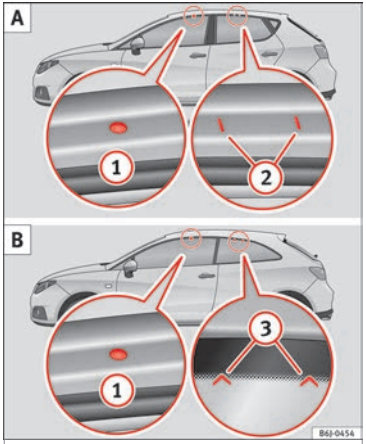

Fig. 123 Ibiza/Ibiza SC: attachment points for the roof railings for the roof carrier system.
The front and rear attachment points (1) and (2) are only visible when the doors are open ››› **Fig. 123 A**.
The front attachment points (1) are only visible when the doors are open; the rear attachment points (3) are marked on the top edge of the side window with arrow heads ››› **Fig. 123 B**.